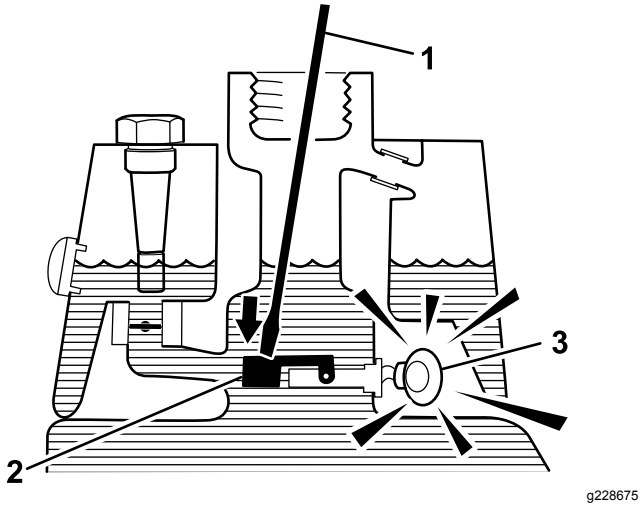

Figuur 61
3. Steek een schone staaf of schroevendraaier in de vulbuis en druk de vlotter voorzichtig naar beneden (Figuur 61); het alarm zou moeten afgaan na 1 seconde.